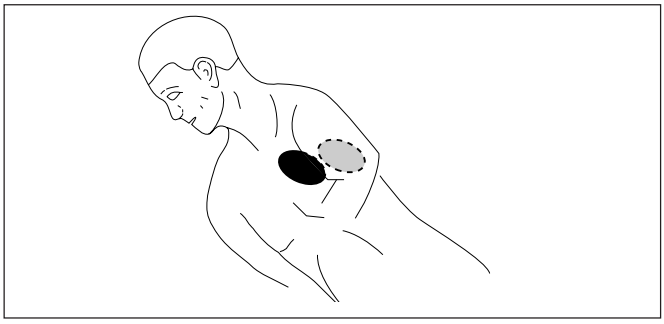

Bild 5-1. Aufsetzen der Defibrillationselektroden (Seitenlage)
- setzen die eine Elektrode in der Mitte zwischen linkem Schulterblatt und Wirbelsäule in Herzhöhe auf und die andere Elektrode neben das Brustbein in Höhe des 2. ICR (Bild 5-1).